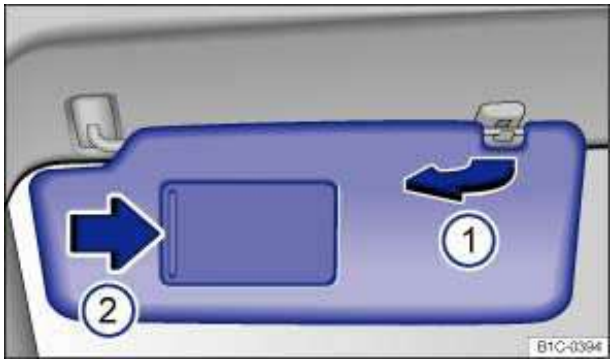

Fig. 69 Sun visor.
- Lift it out of the retaining clip ⇒ fig. 69 (1) and swivel it over toward the door.